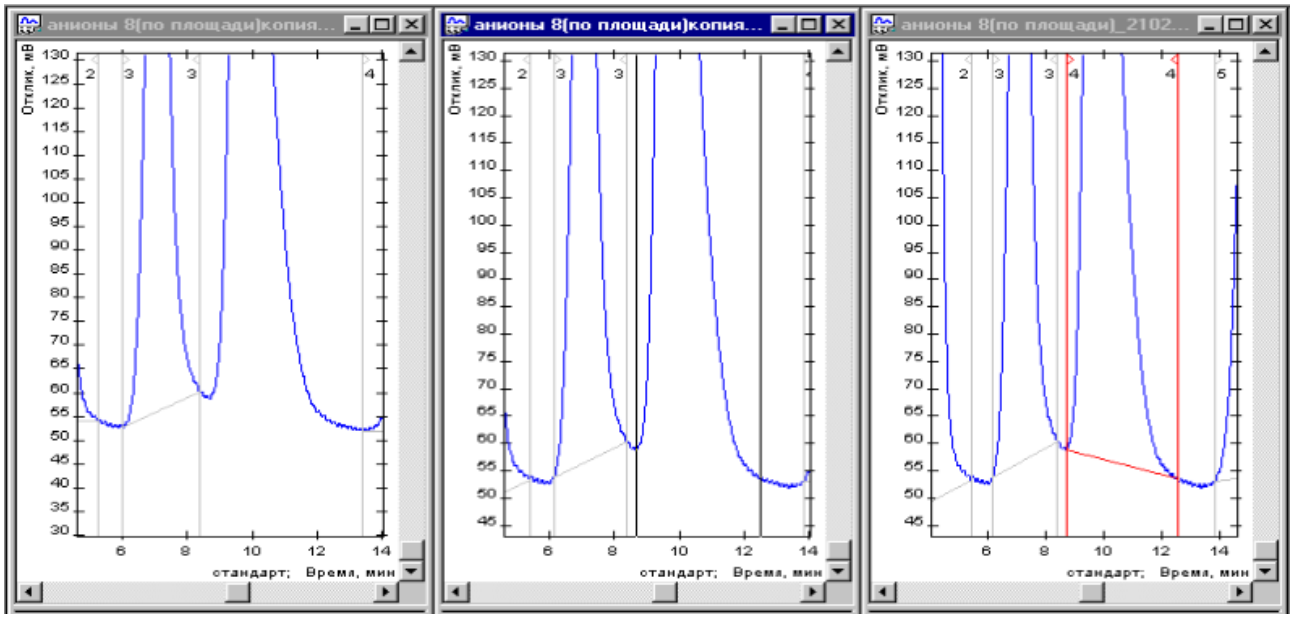

Рис. 55: 1) Исходная разметка; 2) Обозначение границ нового пика; 3) Результат.
2. На хроматограмме отметьте границы начала и конца пика (Рис. 55).